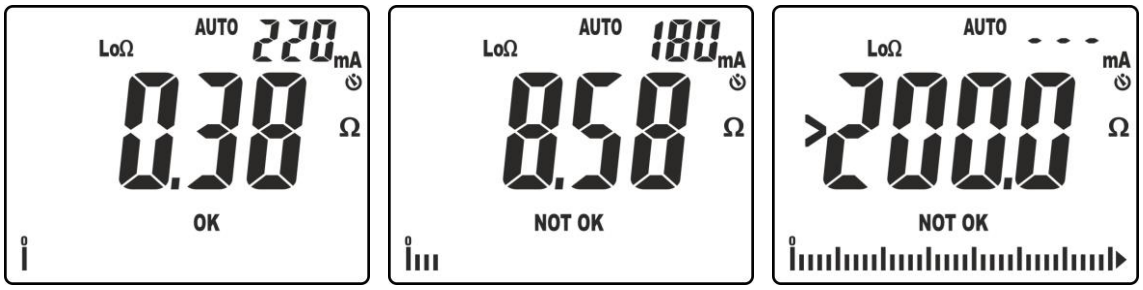

Fig. 28: Resultados da medição de continuidade no modo AUTO
10. No ecrã da Fig. 28 – parte esquerda é apresentado um resultado positivo do teste “OK” (valor inferior ao patamar configurado e corrente de teste >200mA). No ecrã da Fig. 28 – parte central aparece um resultado negativo do teste “NOT OK” (valor superior ao patamar configurado e corrente de teste <200mA). No ecrã da Fig. 28 – parte direita aparece um resultado negativo “NOT OK” correspondente a fora de escala (símbolo “**>200.0**”